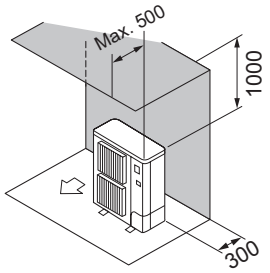

Fig. 2-8
(2) Solo ostacoli posteriori e superiori (Fig. 2-8)